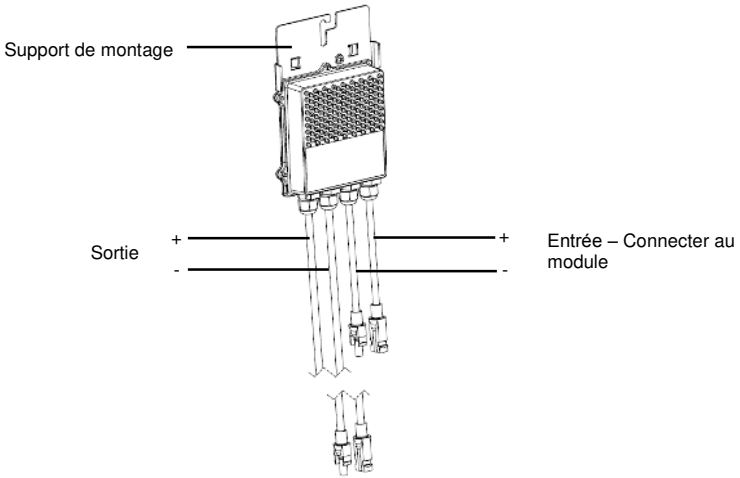

**Figure 1 : Connecteurs de l'optimiseur de puissance**
**1** Déterminer l'emplacement de montage de l'optimiseur de puissance et utiliser les supports de de fixation de l'optimiseur de puissance pour le fixer à la structure d'appui (voir Figure 1)